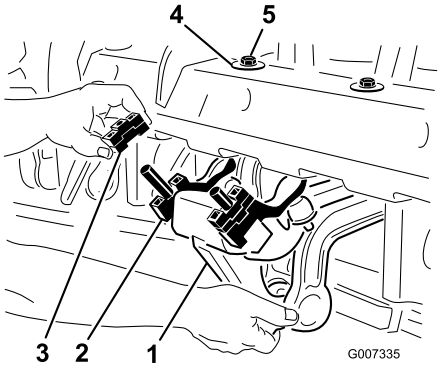

Figur 22
1. Fjern de to (2) låsemøtrikker på 1/2 tomme, der fastgør Rotolink-enhedens dæmper på undersiden af kernehovedrammen (Figur 22).
2. Sænk dæmpeenheden, så afstandsklodserne kommer til syne (Figur 22).
4. Saml dæmpeenheden igen, og monter den på kernehovedrammen. Sørg for, at D-skiven monteres mod kernehovedrammen som vist i Figur 22. Fastgør de to (2) låsemøtrikker.